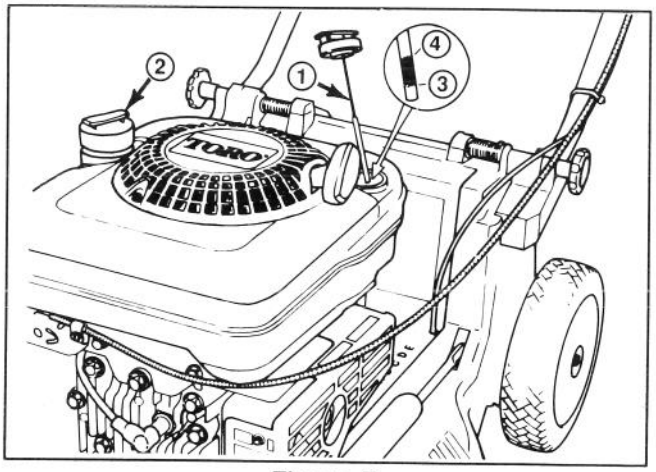

Figure 7
Before each use, assure oil level is between ADD and FULL mark (Fig. 7). Add oil if level is low.
3. Wipe dipstick and insert it into filler neck. Rotate cap 1/4 turn. Then remove dipstick and check level of oil (Fig. 7). If level is low, add only enough oil to raise level to FULL mark on dipstick. **DO NOT FILL ABOVE FULL MARK BECAUSE ENGINE COULD BE DAMAGED WHEN STARTED. POUR OIL SLOWLY.**
1. Clean around fuel tank cap and remove cap from tank (Fig. 7). Do not fill tank full. Using unleaded gasoline, fill fuel tank to within 6 to 13 mm (1/4" to 1/2") from top of tank, not into filler neck.
1. CHECK OIL LEVEL—Maintain oil level between ADD and FULL range as shown on dipstick (Fig. 7).
2. CUTTING AND BAGGING—Best results are achieved when only about 1/3 of the grass blade is cut. If long grass must be cut, use highest height-of-cut setting (E) for first mowing. Then recut the grass at a more normal setting. If too long of grass is cut, mower may plug and cause engine to stall.